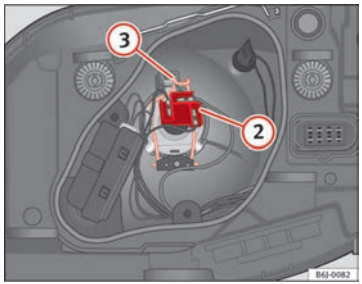

Fig. 148 Dipped beam/main beam, single headlight
– Remove the connector ⇒ fig. 148 ② from the bulb.
– Unclip the retainer spring ⇒ fig. 148 ③ pressing inwards to the right.